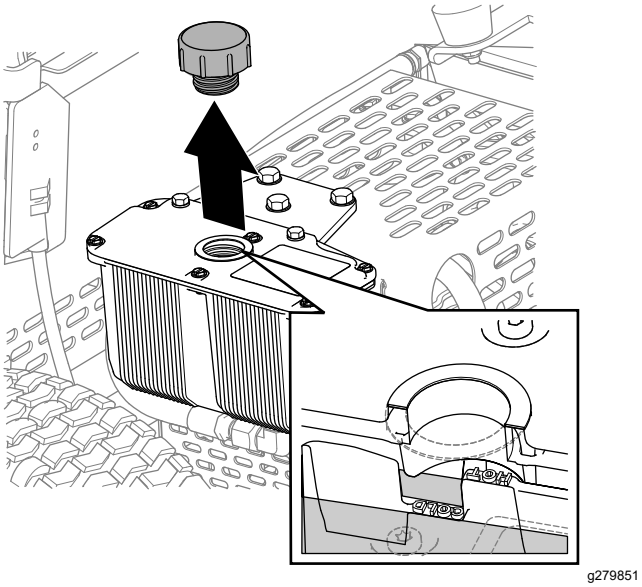

Figur 36
3. Fjern dækslet, og kontroller hydraulikvæske-standen i beholderen (Figur 36).